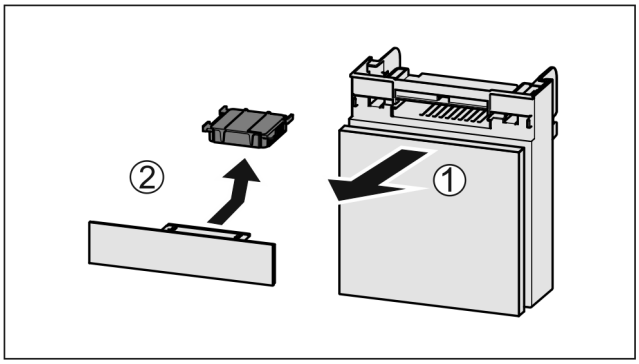

Fig. 207
▶ Extraire le compartiment par l'avant *Fig. 207 (1)*.
▶ Sortir le filtre à charbon actif *Fig. 207 (2)*.